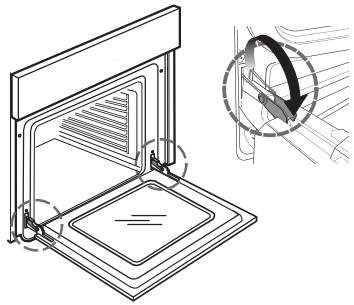

Fig. 1
2. Ridicați cele două dispozitive de oprire şi împingeți-le în față până când se opresc (Fig. 1).